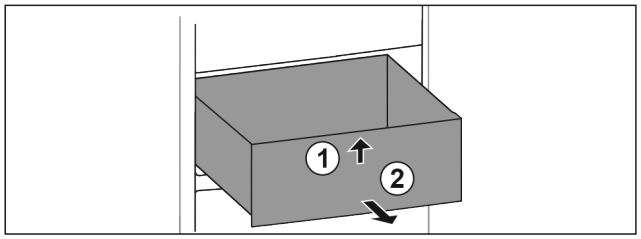

Fig. 120
▶ Ridicați sertarul în față. *Fig. 120 (1)*
▶ Extrageți sertarul spre înainte. *Fig. 120 (2)*